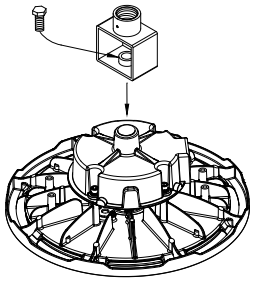

Figure 5
2. Install the adapter(purchased separately) and secure it to the driver using a screw (included with the adapter). (Figure 5)